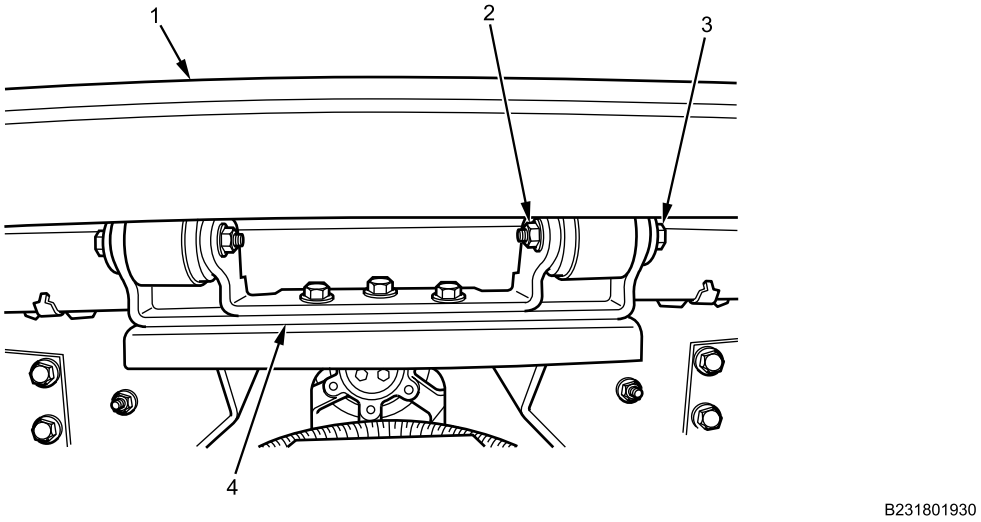

Figure 21. Hood Mounting Hinge.
1. With two assistants, place hood on vehicle in closed position (Figure 21, Item 1).
2. Install bolt (Figure 21, Item 3) and nut (Figure 21, Item 2) to hood mounting hinge (Figure 21, Item 4). Torque to 21-35 lb-ft (29-47 N•m).